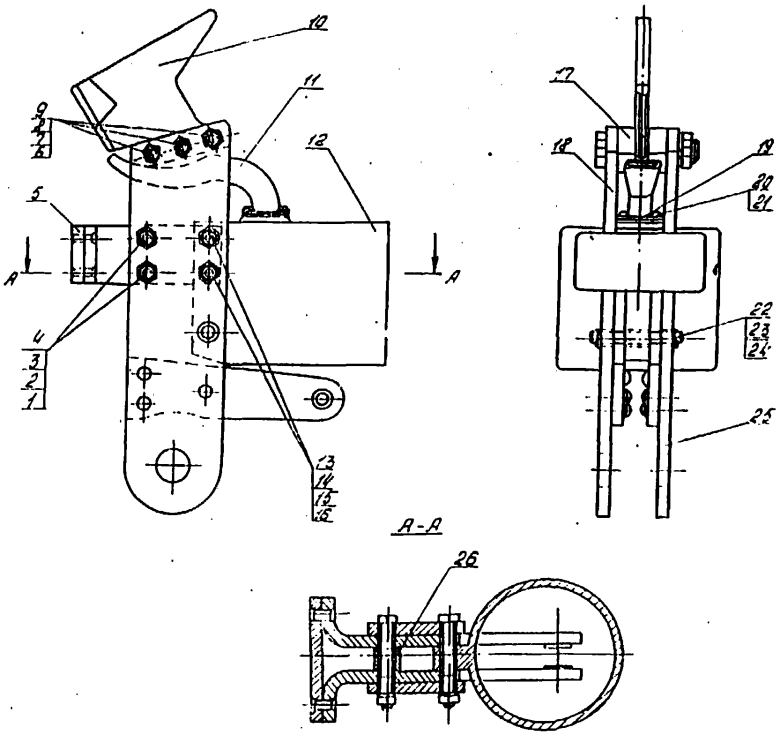

Рис.5. Контактный нож:
04.3. Расшплинтовать и вынуть ось 22 (рис.5).